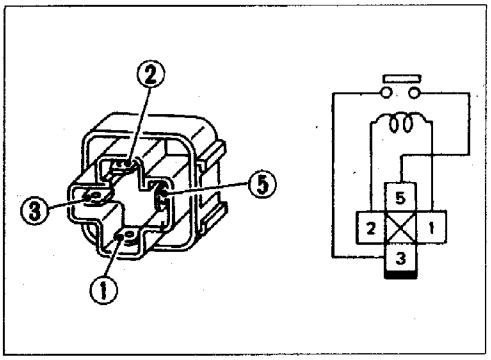

图 4-9-79
(1) 冷却风扇继电器 -1。见图 4-9-79 并参照表 4-13，检测端子③与⑤间线束是否导通。